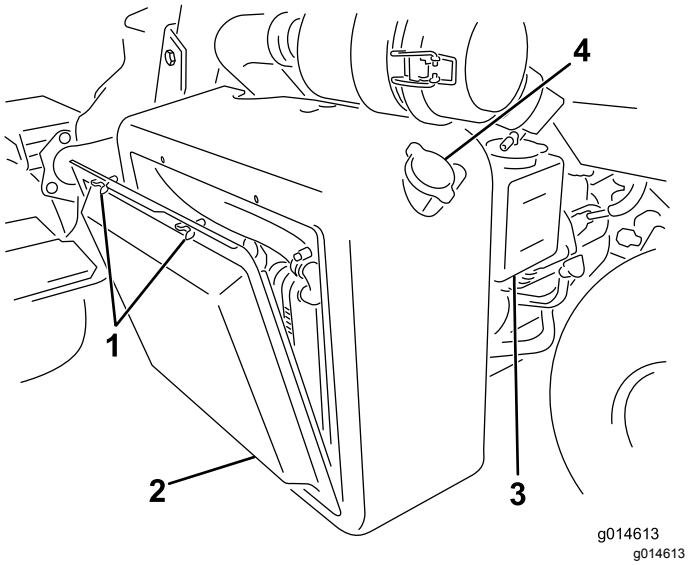

Figur 49
1. Ta bort kylargallret (Figur 49).